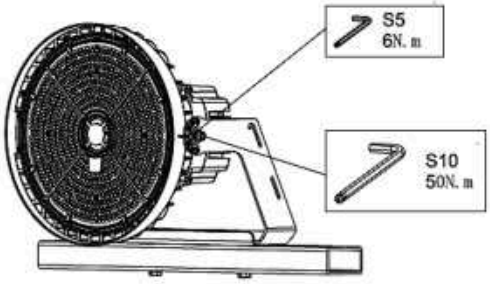

Figure 4
STEP 4: Use an open-end wrench and hex wrench to loosen the adjustment screw used to adjust the angle. (Figure 4)